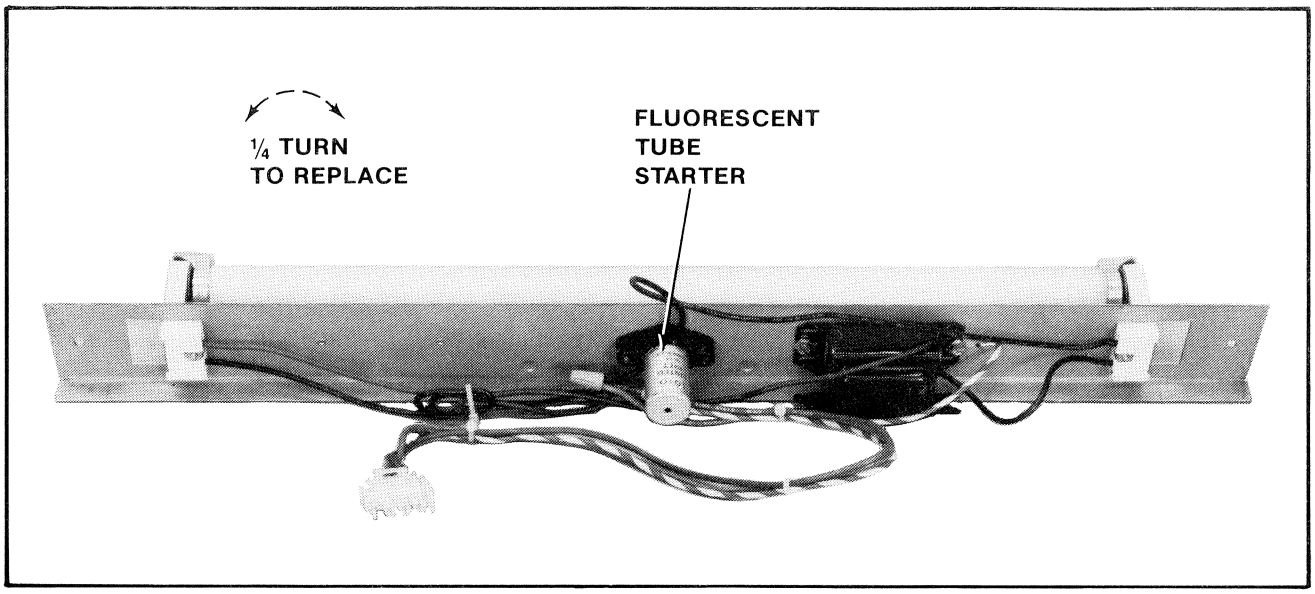

**Figure 21 Replacing fluorescent starter — Upright game**
**WARNING: If you drop a fluorescent tube and it breaks, IT WILL IMPLODE! Shattered glass can fly six (6) feet or more from the implosion. Use care when replacing any fluorescent tube.**
- Replacing the fluorescent tube starter. See Figure 21.